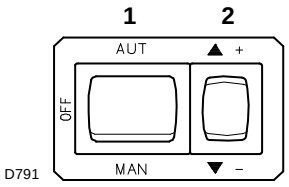
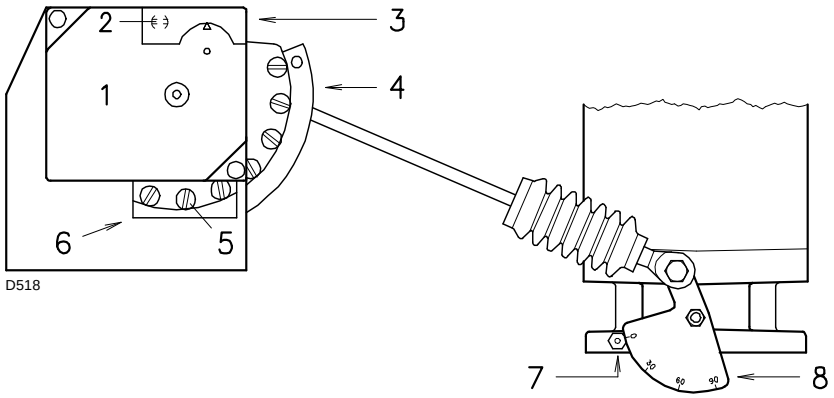
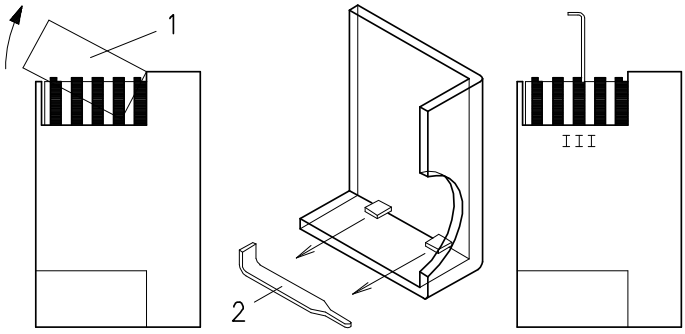

Fig. 25
Fig. 26
Fig. 27
Fermer les télécommandes et placer l'interrupteur 1)(Fig. 25) sur «MAN».
Appuyer ensuite sur le bouton 2)(Fig. 25) «augmentation de puissance» et le maintenir enfoncé jusqu'à ce que le servomoteur ait ouvert le volet d'air et le papillon gaz à 90°.
Modifier en progression le profil final de la came 4) (Fig. 26) en agissant sur les vis de celle-ci qui apparaissent à l'intérieur de l'ouverture 6) (Fig. 26).
Légende (Fig. 26)
Appuyer sur le bouton 2)(Fig. 25 à la page 25) «diminution de puissance» et le maintenir enfoncé jusqu'à ce que le servomoteur ait fermé le volet d'air et le papillon gaz à 20° (réglage effectué en usine).
– S'il faut diminuer ce débit, réduire légèrement l'angle de la came III (Fig. 27) par de légers déplacements successifs; autrement dit, procéder par étape en passant de l'angle de 20° à 18°, puis 16° ....
– S'il faut augmenter le débit, appuyer sur le bouton «augmentation de puissance» 2)(Fig. 25 à la page 25) (ouvrir de 10-15° le papillon du gaz), augmenter l'angle de la came III (Fig. 27) par de légers déplacements successifs; autrement dit, procéder par étape en passant de l'angle de 20° à 22°, puis 24° ...
Pour le réglage éventuel de la came III, retirer le couvercle 1), monté à pression (Fig. 27), extraire la clavette 2) située à l'intérieur et l'introduire dans la fente de la came III.
Modifier en progression le profil initial de la came 4) (Fig. 26) en agissant sur les vis de celle-ci qui apparaissent à l'intérieur de l'ouverture 6) (Fig. 26).
Appuyer légèrement sur le bouton 2) (Fig. 25 à la page 25) «augmentation de la puissance» de sorte qu'une nouvelle vis 5) (Fig. 26) apparaisse à l'intérieur de l'ouverture 6) (Fig. 26), et la régler de façon à obtenir une combustion optimale.
Eteindre le brûleur en commutant l'interrupteur 1)(Fig. 25 à la page 25) sur OFF; libérer la came à profil variable du servomoteur en disposant l'encoche 2)(Fig. 26) à la verticale.